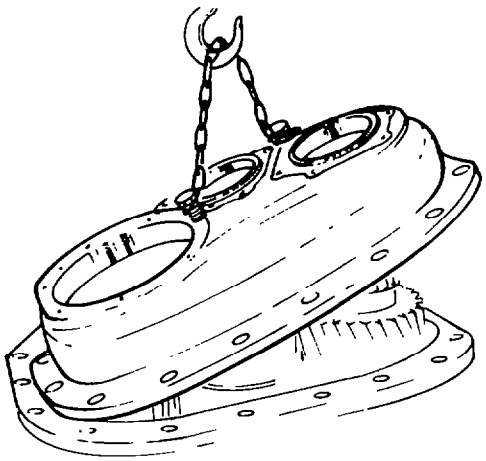

Fig. 253 — Installing End-Plate
p. Install a new rear end-plate to transfer case gasket, then with suitable lifting equipment, install the end-plate (see fig. 253). Install the retaining bolts and torque the bolts to 129 – 170 Nm (95 – 125 lb.ft) and the nuts to 75 – 100 Nm (55 – 75 lb.ft).